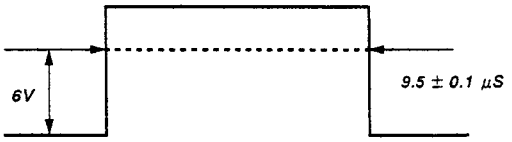

Fig. 2
4. Observe the anode of D516 or TP300 with the oscilloscope and adjust H-BLK to obtain the waveform in Fig. 2.